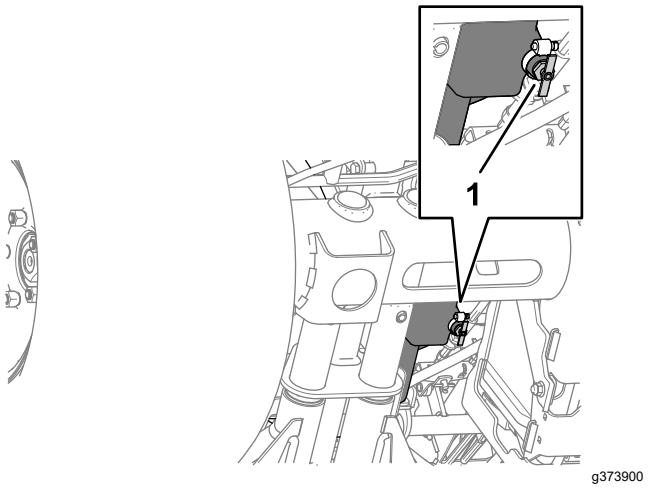

Figuur 86
2. Zet een opvangbak onder het aftapventiel van de brandstoftank (Figuur 86).